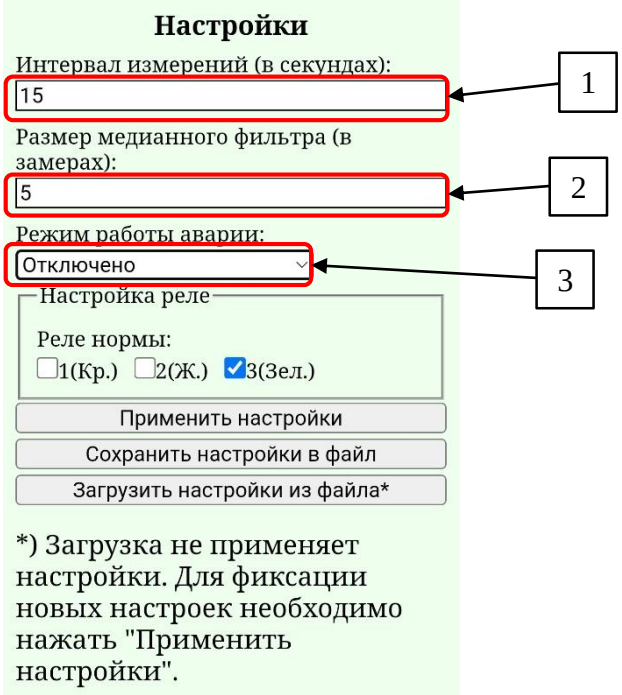
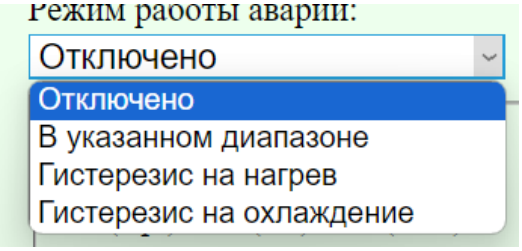

Рисунок 23 – Панель «Настройки»
Рисунок 24 – Выпадающий список «Режимы работы аварии»
2.8.6.2 На панели «Настройки» (рис. 23) производятся настройки канала.
В поле «1» (на рис. 23) указывается интервал между измерениями. Диапазон доступных для параметра значений от 10 до 43200 секунд (12 часов). Значение параметра устанавливается сразу на все каналы одного датчика.
В поле «2» (на рис. 23) указывается размер медианного фильтра. Доступные для параметра значения 1,3,5,7,9. Значение параметра устанавливается сразу на все каналы одного датчика.
В поле «3» (на рис. 23) из выпадающего списка устанавливается режим контроля значений измерений (рис. 24). По умолчанию отключено. Значение параметра устанавливается и настраивается индивидуально для каждого канала датчика (см.пп. 2.8.6.3 настоящего РЭ).
2.8.6.3 Режимы контроля устанавливаются в поле «Режим работы аварии» (рис. 24).